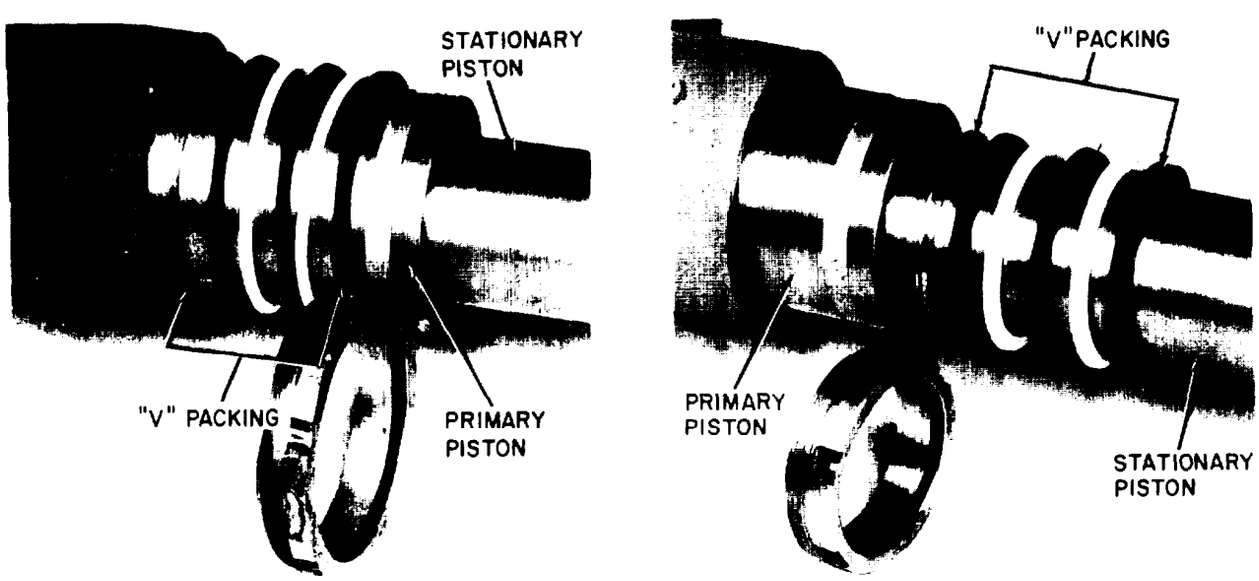

Figure 5-148. "V" Packings
f. Remove ail "V" packings from the ends of the primary, stationary and secondary pistons, as each piston is extended from its barrel, as shown in figure 5-148.
k. Replace "V" packings and gland nut on stationary piston as shown in figure 5-148. Use packing tool for guiding packings into cylinder.